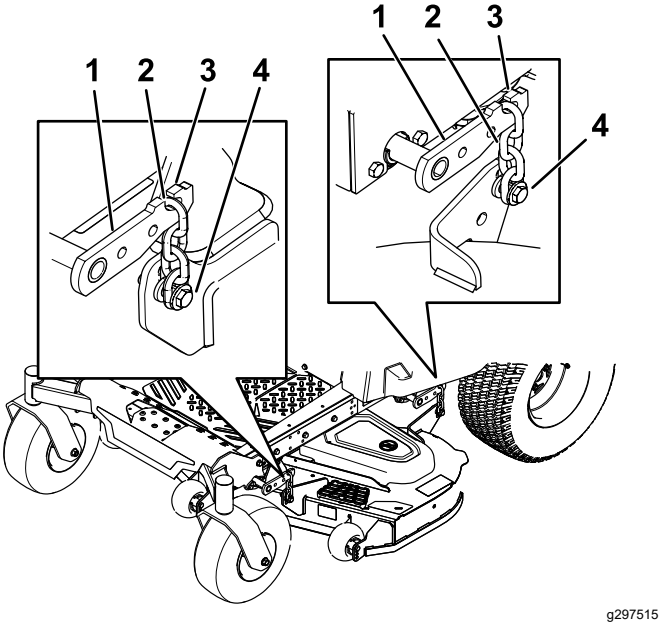

Figur 75
5. Lossa justerskruvarna i alla fyra hörnen så att däcket vilar säkert mot samtliga fyra block (Figur 75).
6. Kontrollera att det finns spänning på alla fyra kedjorna (Figur 75).
7. Dra åt de fyra justerskruvarna (Figur 75).